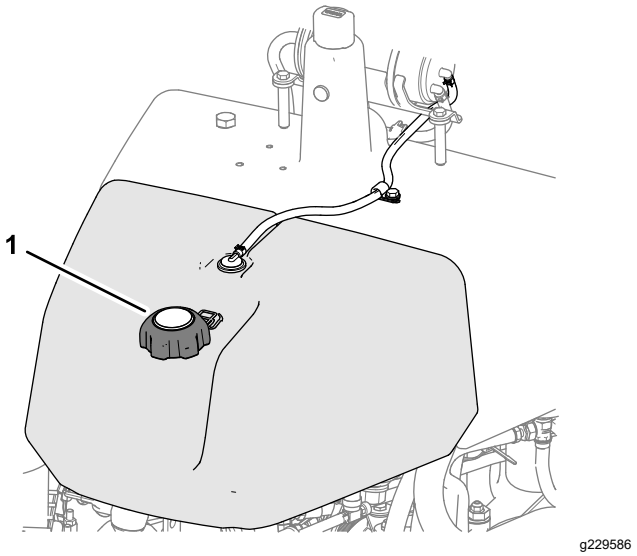

Figure 24
1. Nettoyez la surface autour du bouchon du réservoir de carburant et enlevez le bouchon (Figure 24).